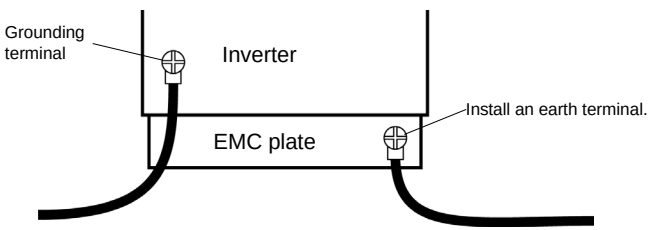

Fig. 4
(1) Install the inverter in a cabinet and ground the inverter enclosure. When doing maintenance, be extremely careful not to put your fingers into the inverter through a wiring hole and touch a charged part, which may occur depending on the model and capacity of the inverter used.
(2) Do not connect two or more wires to the main circuit earth terminal of the inverter. If necessary, install an additional earth terminal on the EMC plate on which the inverter is installed and connect another cable to it. (Refer to Fig. 4.) See the table of section 10.1.
(3) Install a non-fuse circuit breaker on the input side of the inverter.